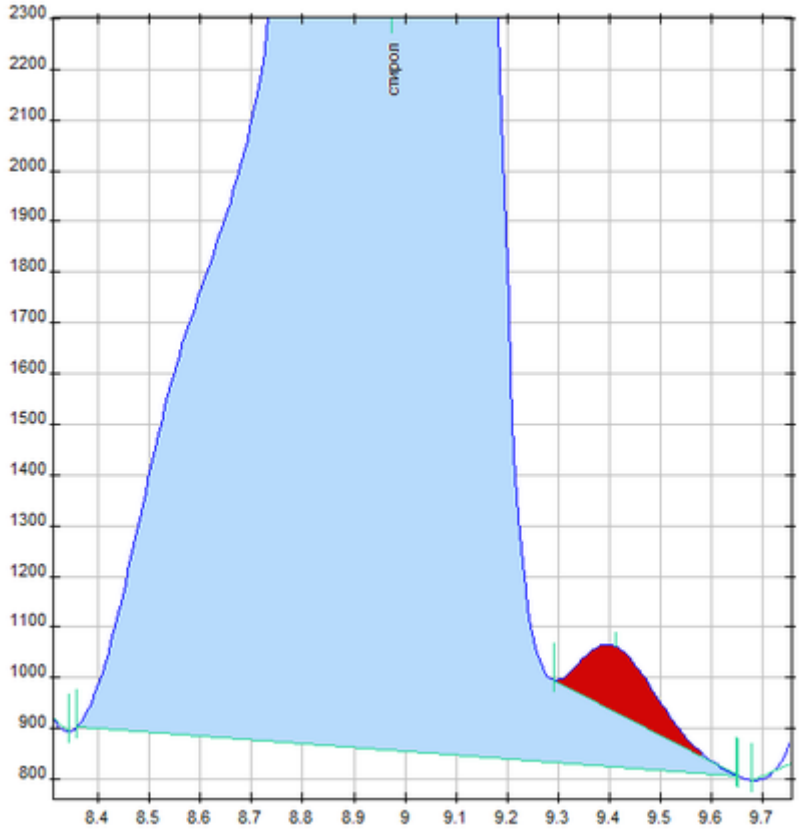

Рис. 3: Пик-наездник
- Пик-наездник — пик, находящийся на хвосте большего по площади пика. На Рис. 3 площадь пика №2 меньше площади пика №1, поэтому пик №2 считается наездником.